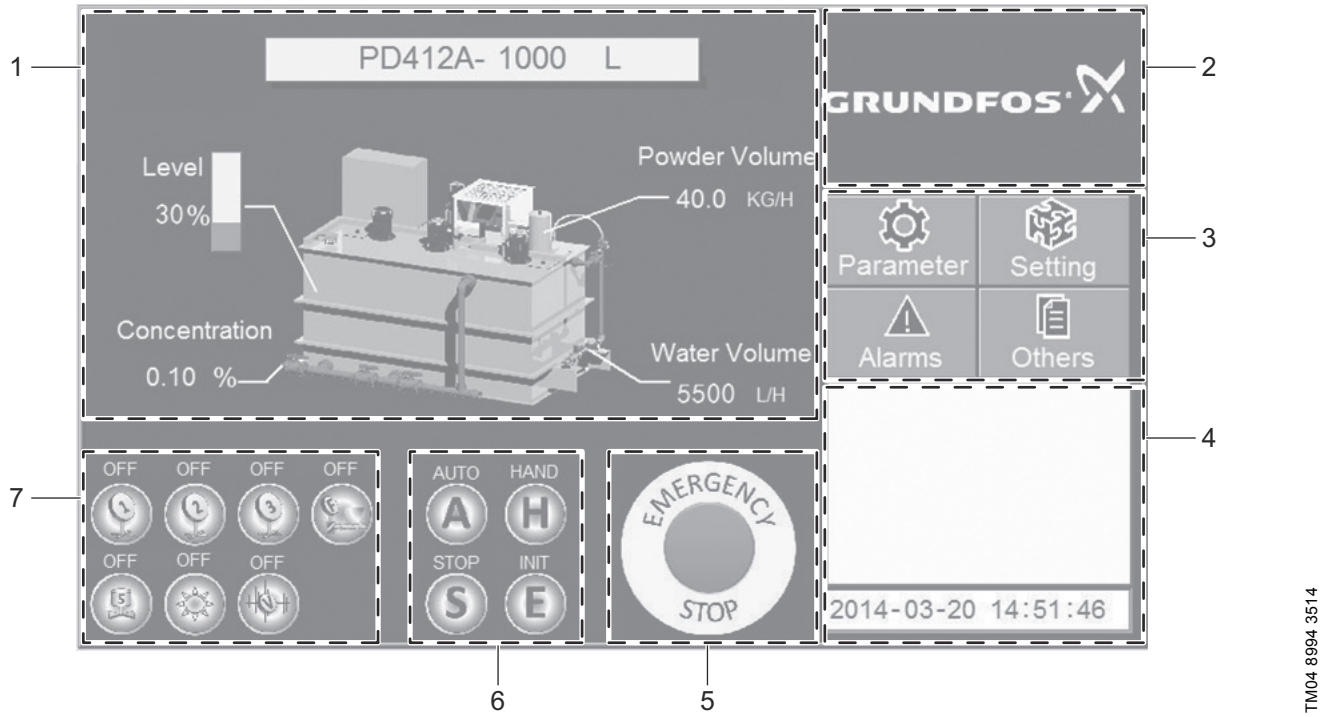

Fig. 8 Touch screen with operation screen
The system can be set to different operation modes using the operation mode keys (fig. 8, pos. 6).
The menu (fig. 8, pos. 3) consists of following menus and submenus: